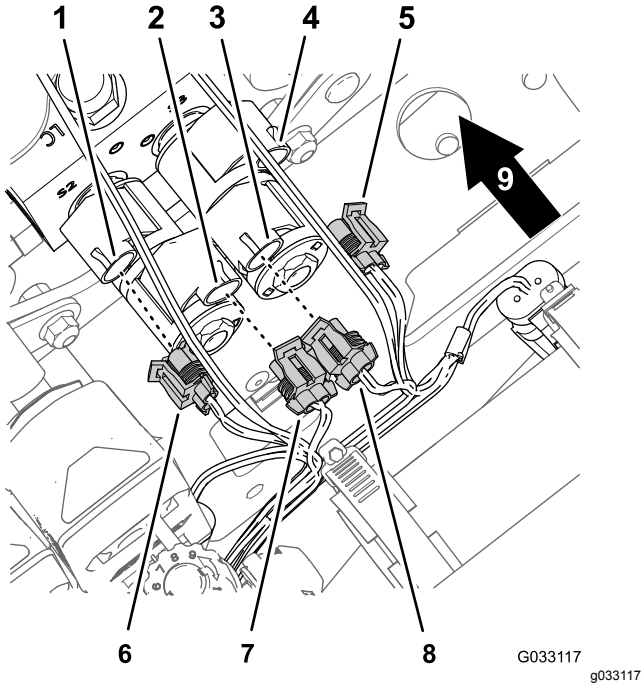

**Figur 17**
3. Frakobl konnektorerne med 2 sokler på ledningsnetstikket for det soniske bomfinishingsæt (Figur 17) fra konnektorerne med to ben på løftecylindermanifoldens solenoider som følger: